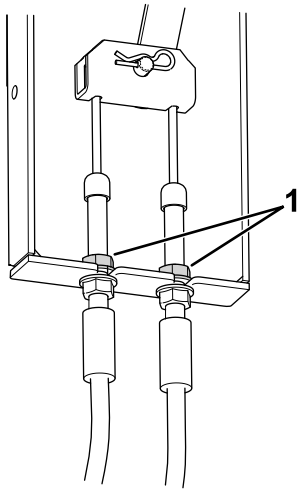

**Bild 72**
3. Lokalisieren Sie die Bremskabelhalterung (Bild 72) unter der linken Seite der Maschine, nahe dem linken Rad.